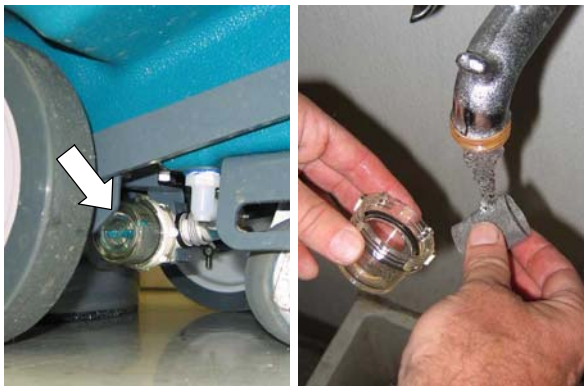

FIG. 44
1. Remove the solution tank filter from underneath the machine and rinse out the screen (Figure 44). Make sure the solution tank is empty before removing filter.